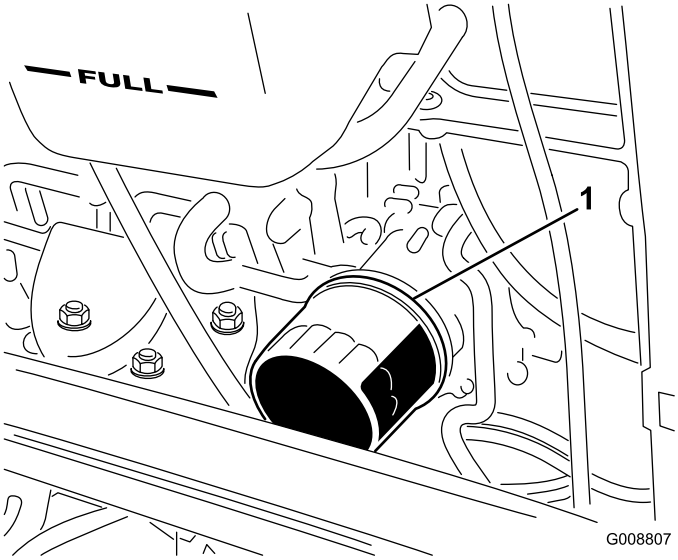

Figura 54
2. Retire el filtro de aceite (Figura 54). Aplique una capa ligera de aceite limpio al filtro nuevo antes de enroscarlo. **No apriete demasiado.**